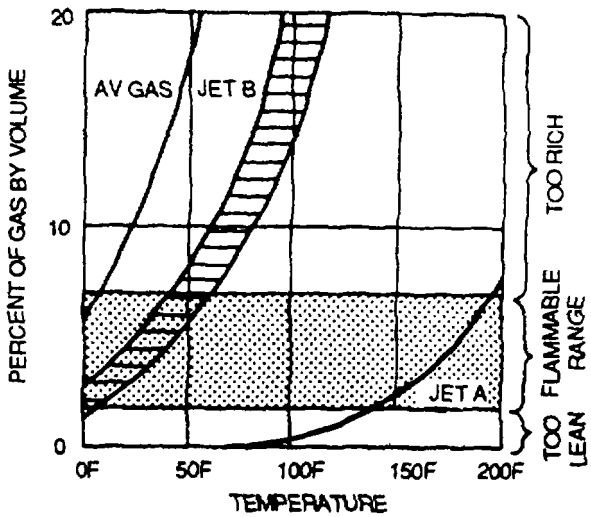

Figure 2-1. Vaporization Characteristics
(1) Turbine fuel identification. Because turbine fuels are not dyed, there is no on-sight identification for them. They range in color from a colorless liquid to a straw-colored liquid, depending on age or the crude petroleum source.
(2) Turbine fuel volatility. One of the most important characteristics of turbine fuel is its volatility. A high volatility is desirable to aid cold-weather starting and to make aerial restarts easier and more sure. Low volatility is desirable to reduce the possibility of vapor lock and to reduce fuel loss by evaporation. Figure 2-1 shows the vaporization characteristics of aviation fuels at atmospheric pressure.
(1) AVGAS identification. AVGAS is colored for purposes of identification. A change in color usually indicates contamination with another product or loss of fuel quality. Table 2-2 shows various AVGAS grades and their identifying colors.
(2) AVGAS volatility. Volatility is a measure of the tendency of a liquid to vaporize. AVGAS is a complex blend of volatile hydrocarbons that have a wide range of boiling points and vapor pressures. It is blended to form a straight chain of boiling points. This is necessary to obtain the required starting, acceleration, power, and fuel mixture characteristics for the engine. Vaporization characteristics are shown in figure 2-1.